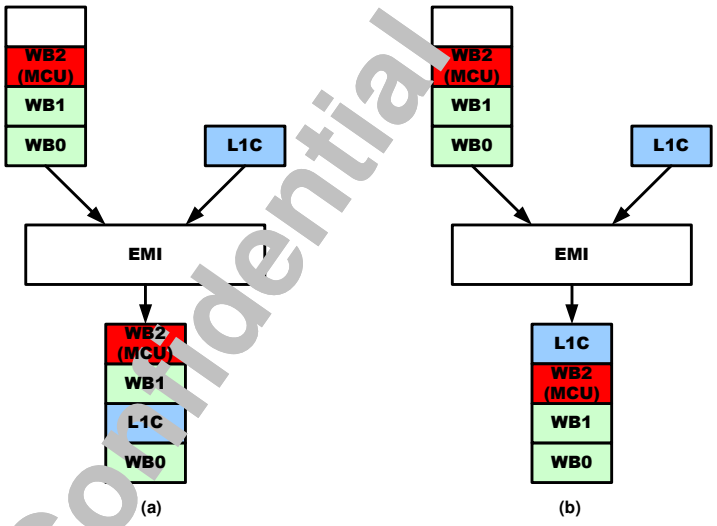

Figure 28 Data Consistency Problem for Cacheable RW
If read-write (RW) data is set as code cache cacheable, data inconsistency may occur. Consider a write request (WB2) followed by a read request (L1C) with the same memory address, both issued by the MCU (**Figure 28 (a)**). The write data (WB2) is queued in the data cache's write buffer, and the read request is forwarded directly to the EMI. Because the write buffer queue contains other data ahead of WB2, WB2 is actually written to target memory after L1C has been executed. Therefore, the MCU receives outdated data, and the consistency problem occurs.
The data cache provides an Flush Buffer Before Read (FBBR) mode that allows RW data to be set as code cache cacheable without compromising data consistency. When in FBBR mode, MCU read requests are not issued to the EMI until the write buffer is empty. This suspension of the read request prevents it from being executed before the write request and solves the data consistency problem. **Figure 28(b)** shows L1C executed after WB2.